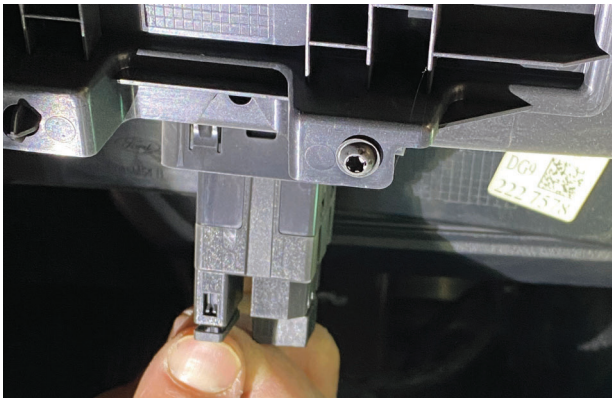
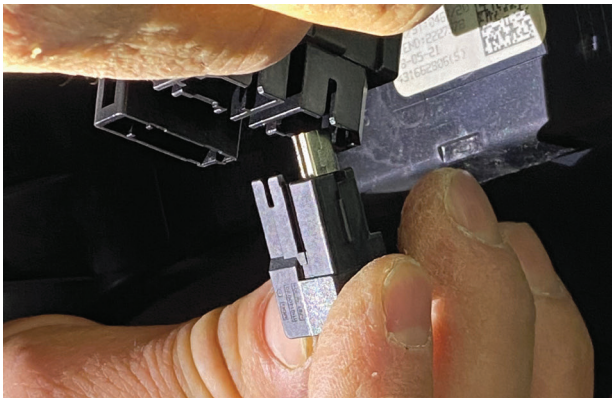

Fig. 14: Unplug the connector.
Fig. 15: Unplug the connector.
16. Lift the center console cover/transmission shifter knob assembly to expose the connectors at the front. Unplug these two connectors, as well as the wireless charger connector, if equipped (Fig. 14 and Fig. 15).